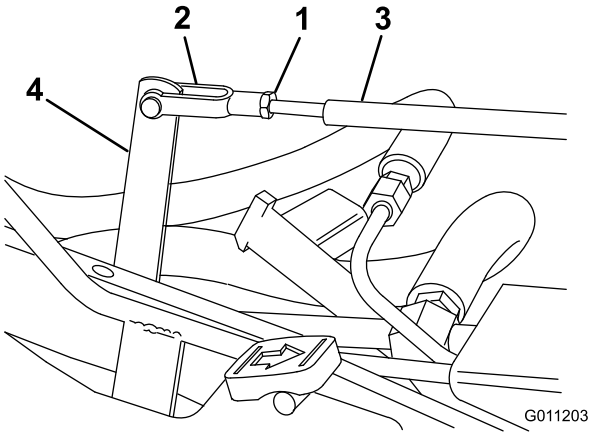

Figur 42
3. För justeringsspaken för hand och justera höjden på klipp- och lyftpedalerna så att de är i jämnhöjd och justera oket på kontrollstången tills hålet i oket är i linje med hålet i justeringsspaken (Figur 42).